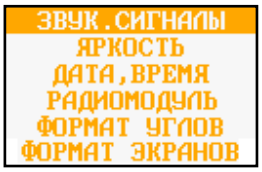

Рисунок 39 – Подменю
6.4.9.1 В данном подменю производится задание настроек экрана, звуковых сигналов, а также даты и времени внутренних часов ВАФ (рисунок 39).